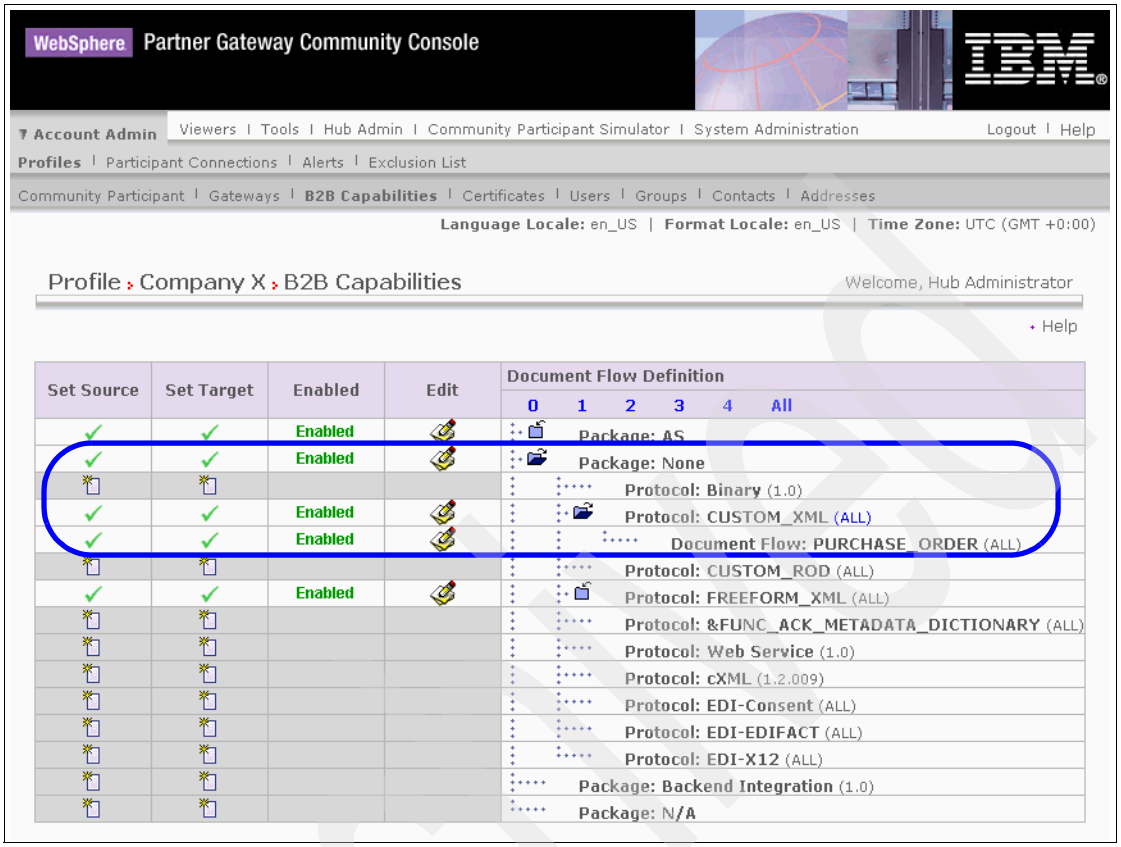

Figure 15-69 Company X's B2B capability
4. Click **Search**. From the list of participants displayed, click the **magnifying glass** next to **Company X,** opening Company X's profile. Click **B2B capabilities**, opening a window as shown in Figure 15-69 on page 525.